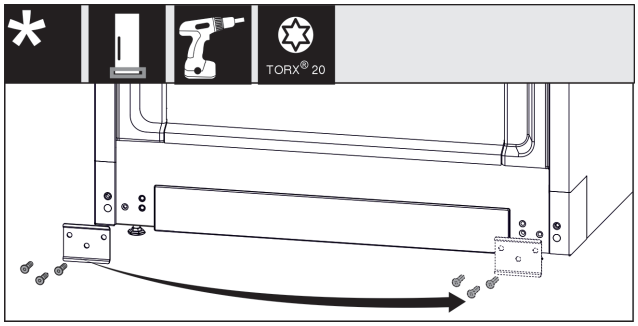

Fig. 15
▶ Noskrūvējiet plāksni *Fig. 15 (1)*, pārlieciet otrā pusē un atkal pieskrūvējiet.